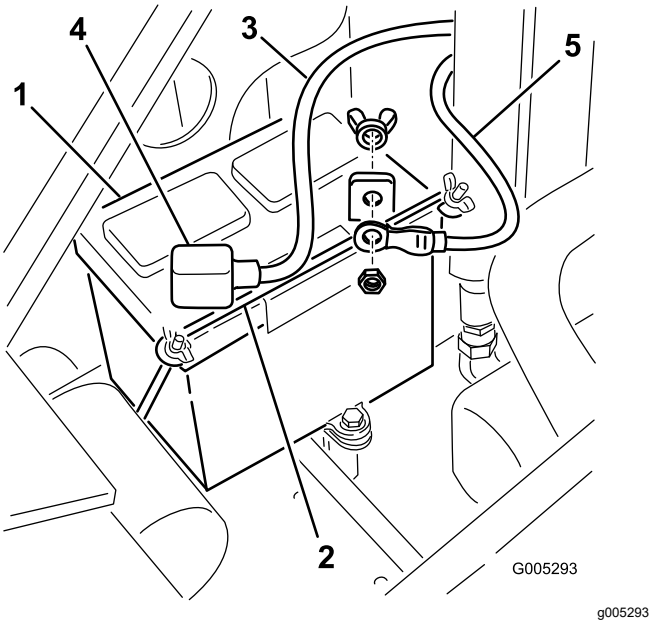

Figuur 33
4. Verwijder de vleugelmoeren en de stang waarmee de accu wordt bevestigd (Figuur 33).
5. Maak de minkabel (zwart) los van de accupool (Figuur 33). Bewaar de bevestigingsmiddelen.
7. Maak de pluskabel (rood) los van de accupool (Figuur 33). Bewaar de bevestigingsmiddelen.